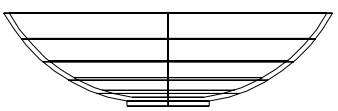

Fig. 15.18 Second example **Mirror 3D** – the 3D model
1. Construct a solid of revolution in the shape of a bowl in the **3D Navigate/Front** view (Fig. 15.18).